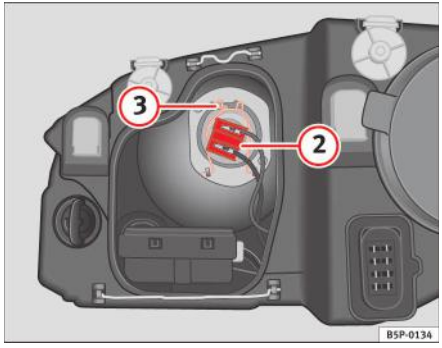

Fig. 185 Faruri fază scurtă
– Scoateți conectorul ⇒ fig. 185 (2) din bec.
– Deconectați resortul de fixare ⇒ fig. 185 (3) apăsându-l în interior şi către dreapta.